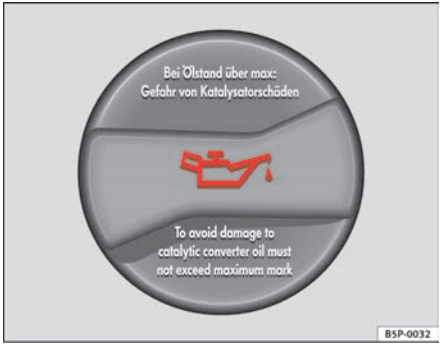

**Fig. 159 In the engine compartment: Engine oil filler cap**
– Unscrew cap from oil filler opening ⇒ fig. 159.
– As soon as the oil level is in area (B), carefully close the cap.